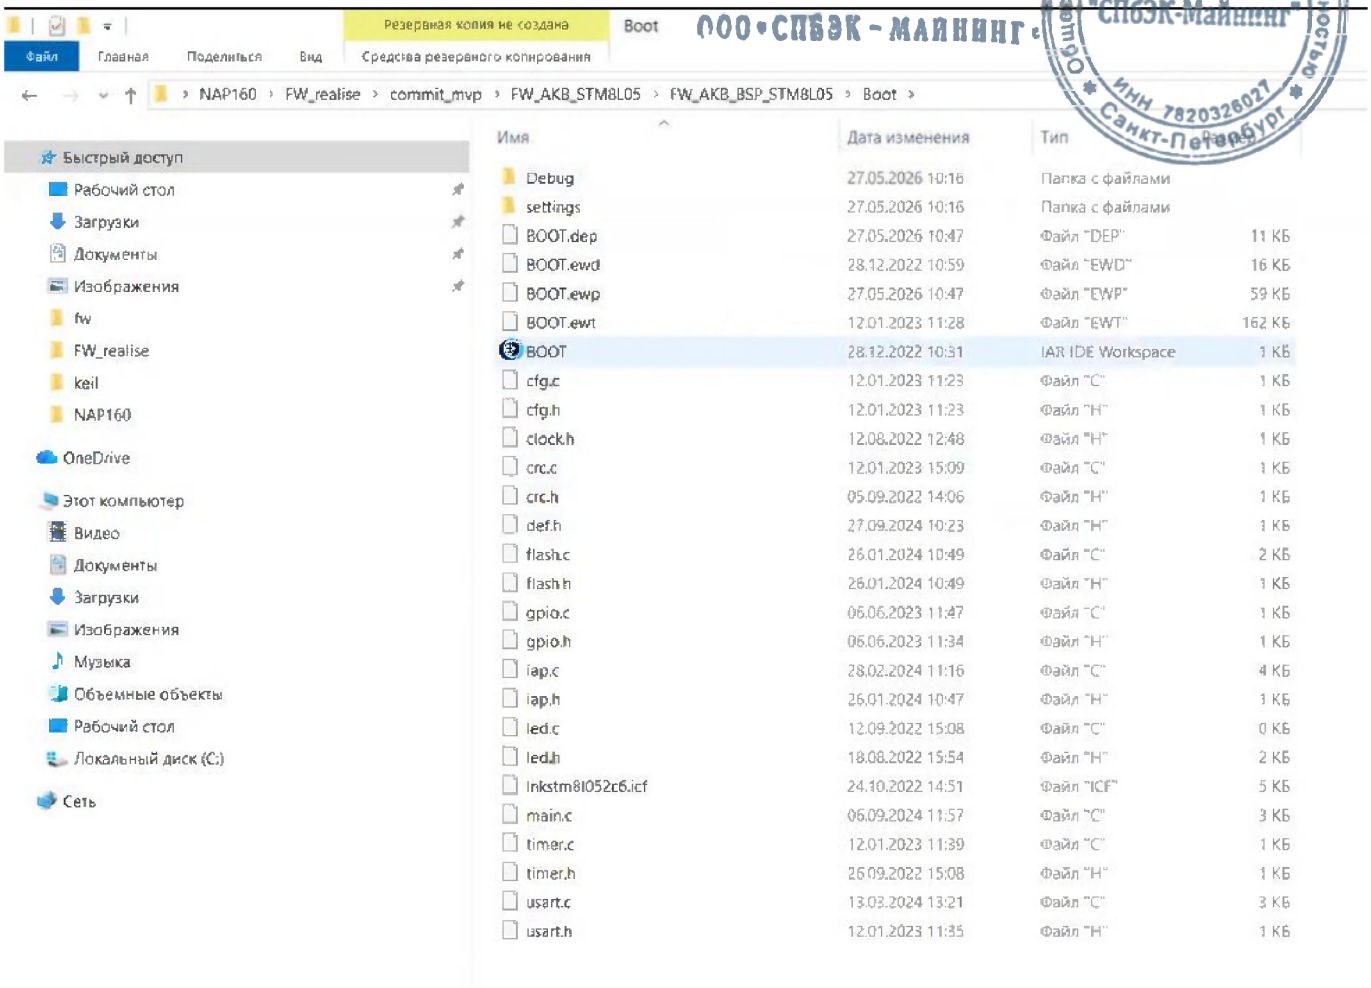

Рисунок 13
4.3.1 Отрыть проект загрузочной части, обычно: C:\Рабочий стол\NAP160\FW_realise\commit_mvp\FW_AKB_STM8L05\FW_AKB_BSP_STM8L05\Boot\BOOT (Рисунок 13).